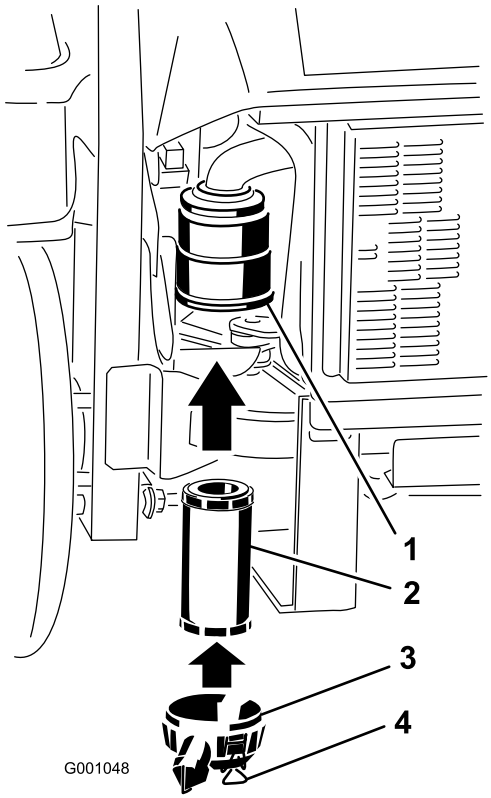

Figur 38
2. Skyv filteret inn i luftrenserkroppen (Figur 38). Påse at det sitter godt ved å trykke på den ytre kanten av filteret mens du installerer det.
3. Sett dekslet på igjen, og fest låsene (Figur 38).